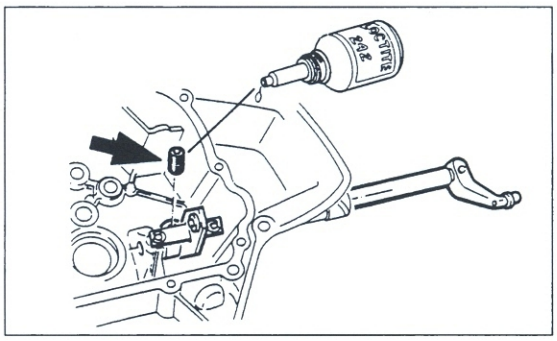

Bild 159
● Schaltwelle einführen, bis Bohrung der Schaltwelle in Gewinde des Segments sichtbar wird und Schaftschraube ③ eindrehen (Bild 159;